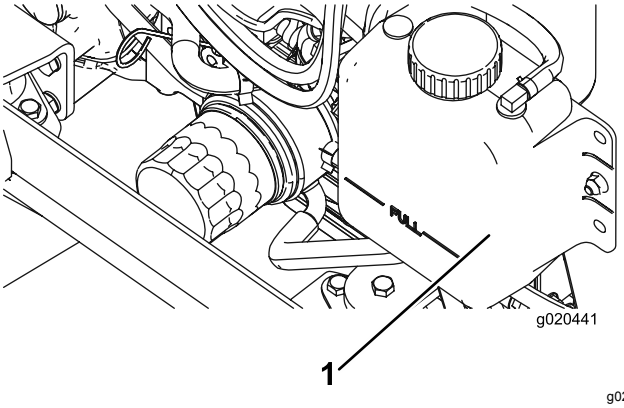

Figuur 98
1. Verwijder voorzichtig de doppen van de radiateur en de expansietank (Figuur 98).